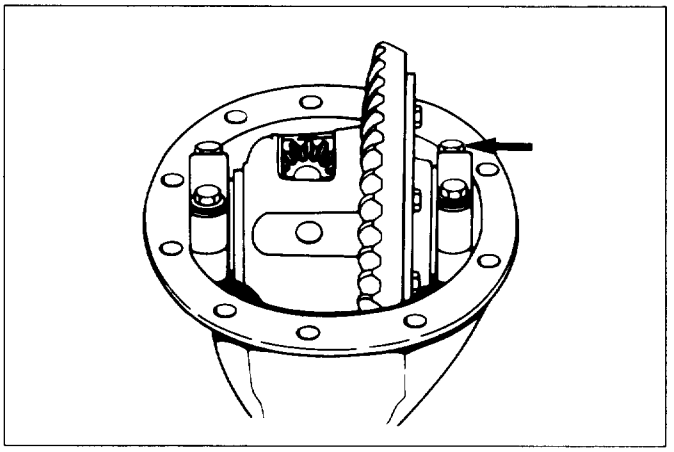

Fig. 4B-49
- Measure the amount of run-out of the ring gear at its rear face (Fig. 4B-50).